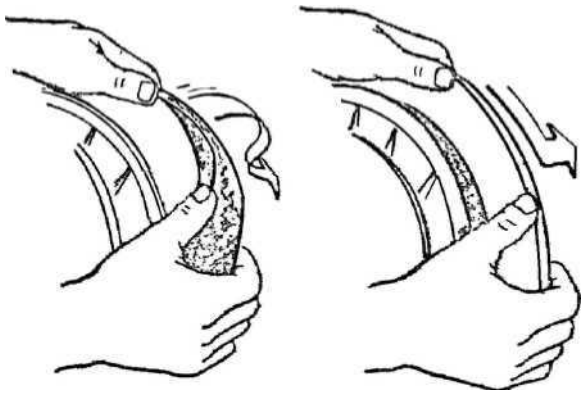

Рисунок 26 - Снятие приводного ремня
- нажатием на крышку (рисунок 26) раздвинуть конуса ведомого шкива и закрепить в полностью открытом положении;